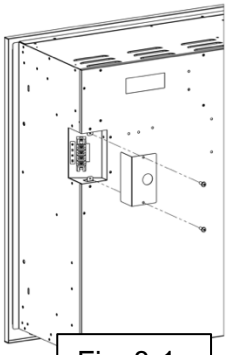

Fig. 8-1
- Remove the 2 securing screws from the junction box cover plate, located on the middle left-hand back-side of the appliance (Fig. 8-1).